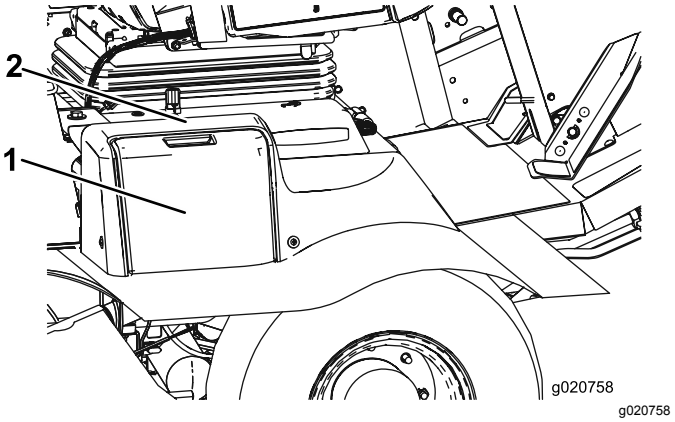

Figuur 51
1. Open het accudeksel (Figuur 51) aan de zijkant van het scherm.
Opmerking: Druk op het vlakke deel boven het accudeksel om het deksel gemakkelijker te kunnen wegnemen (Figuur 51).